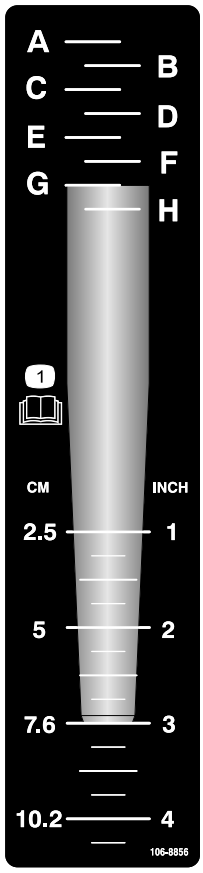

Figur 20
1. Lägg harvpinnen i djupdekalen så att harvpinnens spets ligger i linje med önskat luftardjup i enlighet med Figur 20.
2. Kontrollera vilken bokstav som ligger i linje med harvpinnens monteringsände (Figur 20). Justera djupkontrollen till motsvarande bokstav på dekalen.